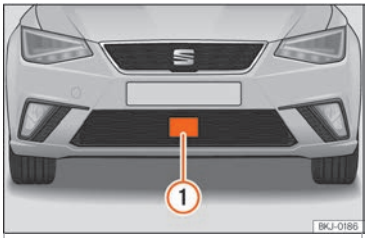

Fig. 237 No para-choques dianteiro: sensor de radar.
Com o veículo imobilizado, desligue o motor e volte a ligá-lo. Faça uma verificação visual do sensor de radar ››› Fig. 237 (se apresenta sujidade, gelo ou se sofreu um golpe). Se continua a não estar disponível, dirija-se a uma oficina especializada para que verifiquem o sistema.
No para-choques dianteiro está montado um sensor de radar para captar a situação do trânsito ››› Fig. 237 ①.
Esta indicação para o condutor é exibida se a visibilidade do sensor de radar estiver afetada devido, por exemplo, a folhas, neve, bruma forte ou sujidade. Limpe o sensor ››› Fig. 237.